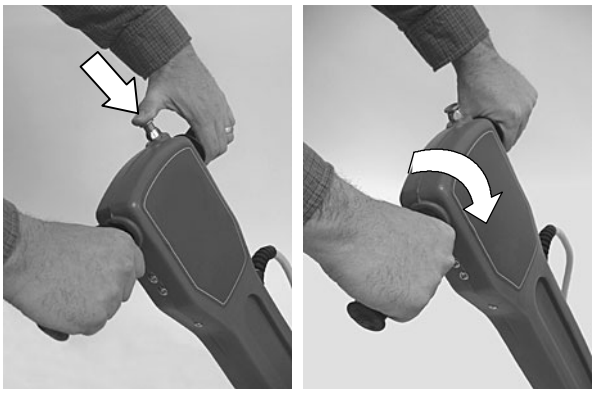

图 4
3. 按下安全锁紧按钮，向前转旋转手柄，开动机器。机器开动后，把拇指从安全锁紧按钮上放开。（图4）